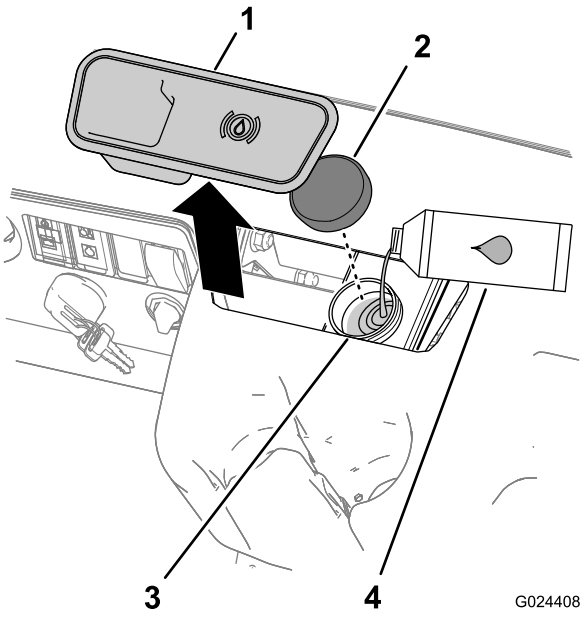

Figur 13
2. Ta bort gummipluggen mitt på och ovanpå instrumentbrädan så att du kommer åt huvudbromscylindern och behållaren (Figur 13).
A. Rengör området runt behållarens lock och ta av locket (Figur 13).
C. Sätt tillbaka behållarens lock (Figur 13).